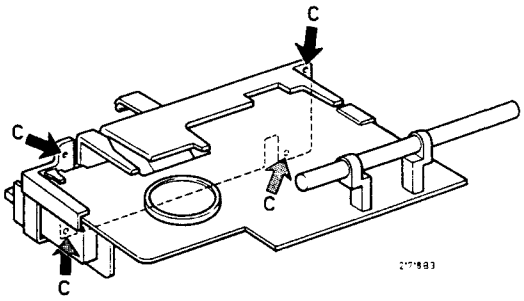

Bild 4
2. *Ausbau der Rundfunkplatine (siehe Bild 4)*